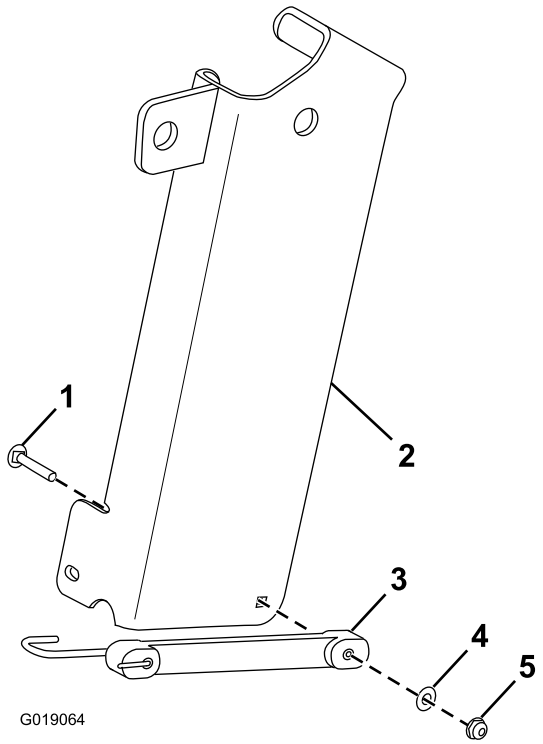

Bild 1
1. Befestigen Sie den Spanngurt mit einer Schlossschraube, einer Flachscheibe und einer Sechskantbundmutter an der Wagenheber-Lagerhalterung (Bild 1).